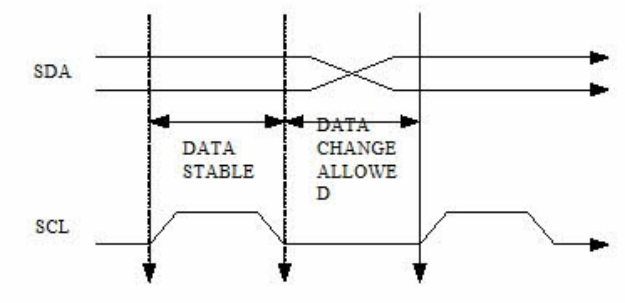

Figure 4.2 Valid Data
- Valid data : The data on the SDA line must be stable during the high period of the SCA clock. Within each byte, MSB is always transferred first. Read / Write control bit is the LSB of the first byte. Please refer to Figure 4.2.